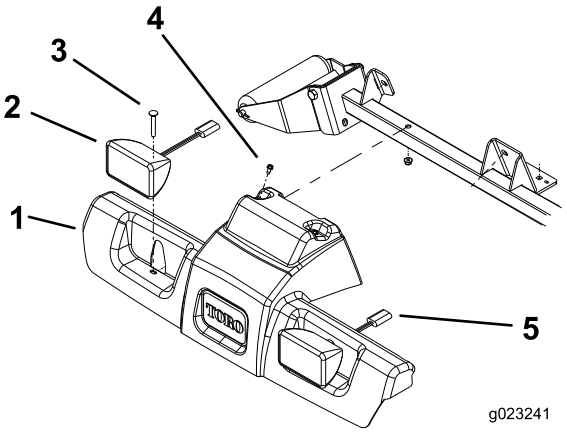

Bild 36
13. Setzen Sie die Plattformhaube auf den Rahmen (Bild 36).
14. Stecken Sie die Kabelbaumanschlüsse für das Beleuchtungskit in die Scheinwerfer in der Haube (Bild 36).
15. Befestigen Sie die Haube und die Scheinwerfer mit zwei vorher entfernten Schlossschrauben und Muttern am Rahmen (Bild 36).